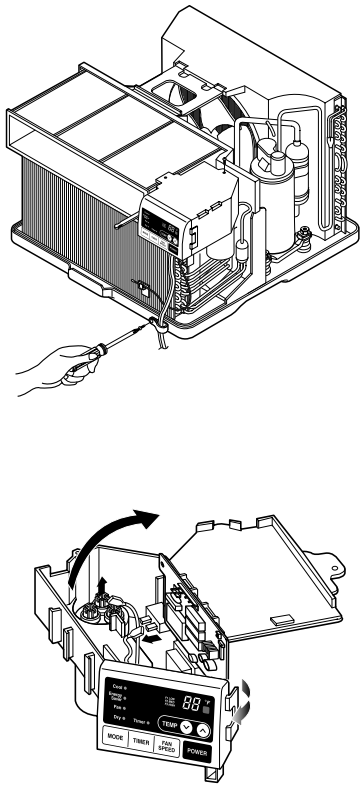

Figure 22
3. Disconnect the front panel from the control box. (See Figure 22)